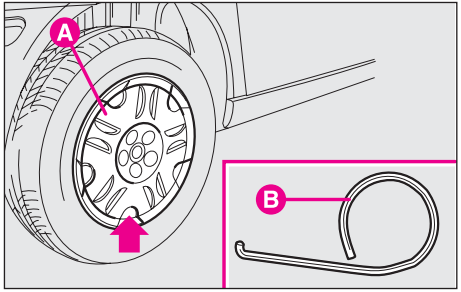

fig. 6
11) Remove the wheel cap **A-fig. 6** (for versions with steel rims) or the clipped wheel hub cap (for versions with alloy rims) by means of tool **B** supplied with the car and housed in the jack container.